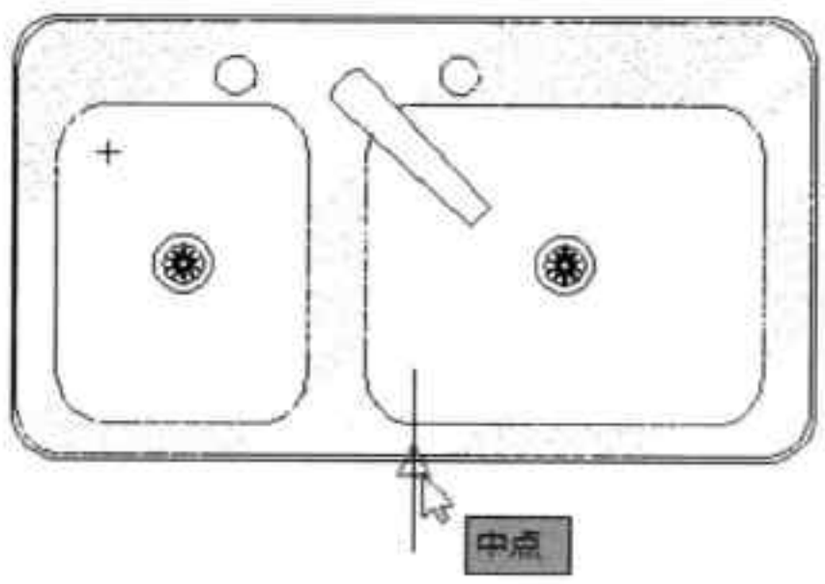

图7-2 创建插入基点
Step 02 在“名称”选项中输入块名称，如炉灶。单击“基点”选择组中的“拾取点”按钮，在绘图区中捕捉炉灶图形插入基点，如图7-2所示。